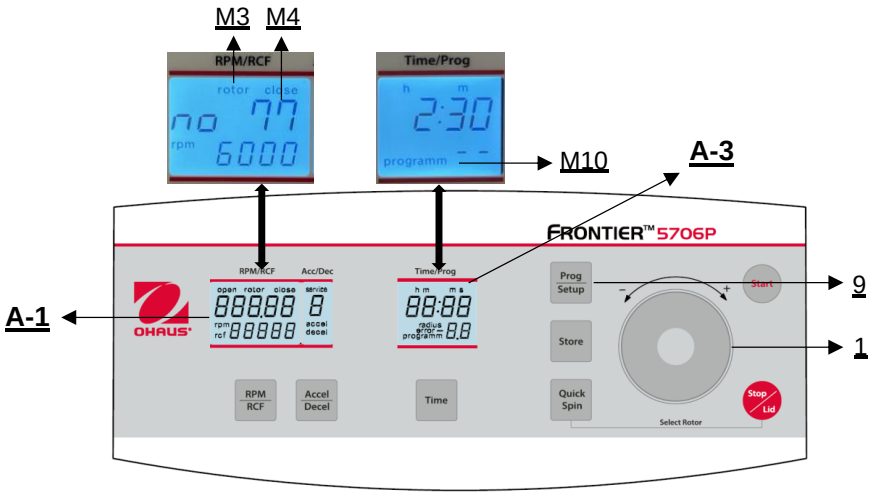

**Figure. 24**
To recall stored programs, press the key **"Prog/Setup"** (9) **(see Figure 24)** while the lid is already closed. Inside the display **"Time/Prog"** (A-3), **"program--"** (M10) appears. The desired program number can be pre-selected with the touch wheel (1).
To leave the program mode just press the key **"Prog/Setup"** (9) **(see Figure 24).** Then inside the display
**"Time/Prog" (A-1)** the word **"programm"** (M10) appears. Set the display to **"programm--"** (M10) with the touch wheel (1).